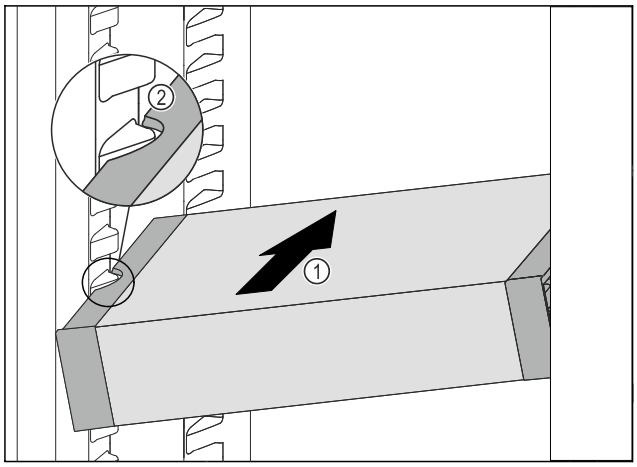

Fig. 86
▶ Împingeți VarioSafe oblic în frigider *Fig. 86 (1)*, până când degajările laterale *Fig. 86 (2)* ale VarioSafese află la înăl-țimea nervurii recipientului din frigider.